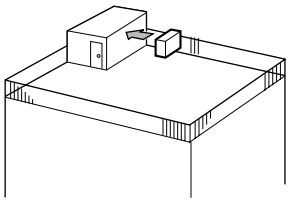

Fig. 2-2
① Richten Sie die Luftaustrittsöffnung mit einem Abstand von etwa 50 cm auf die nächstgelegene Wand aus. (Fig. 2-2)